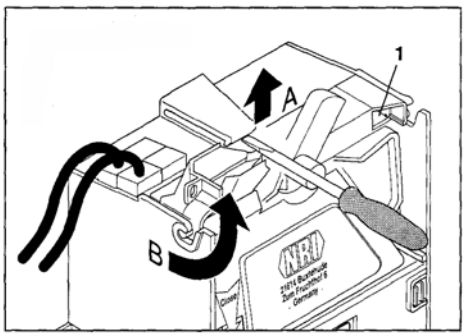

Рис. 8: Демонтаж опознавателя монет
- Снимите опознаватель монет (рис. 8).